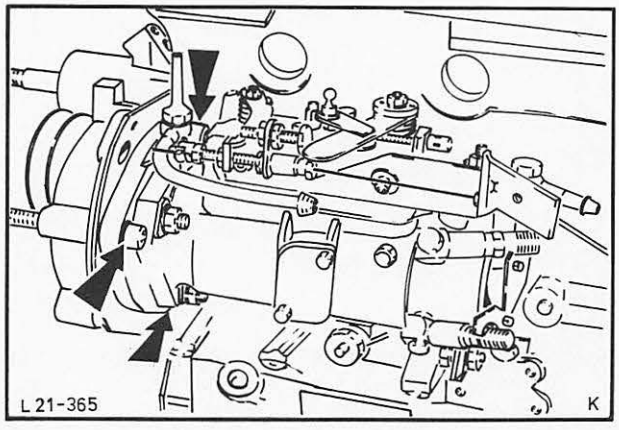

Abb. 44 Einspritzpumpe ausbauen
12. Flansch – Ölfilter abbauen (3 Schrauben) und Einspritzpumpe komplett mit Halter (4 Schrauben), Abb. 44, ausbauen.